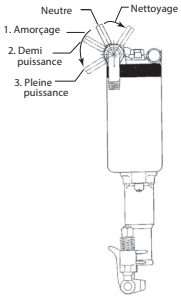

Figure 1. (Plan. 16578304)
- Le marteau-perforateur est contrôlé en déplaçant le levier comme indiqué sur la figure 1.